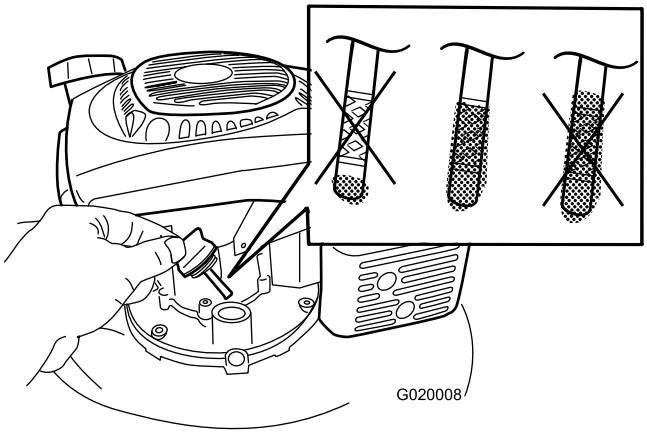

Figure 18
4. Versez de l'huile **lentement** dans le goulot de remplissage pour faire monter le niveau jusqu'au repère du plein (Full) sur la jauge (Figure 18). **Ne remplissez pas excessivement.** (Remplissage max. : 0,65 L (22 oz), type : huile détergente 10W-30 ou SAE 30 de classe de service API SJ ou supérieure.)